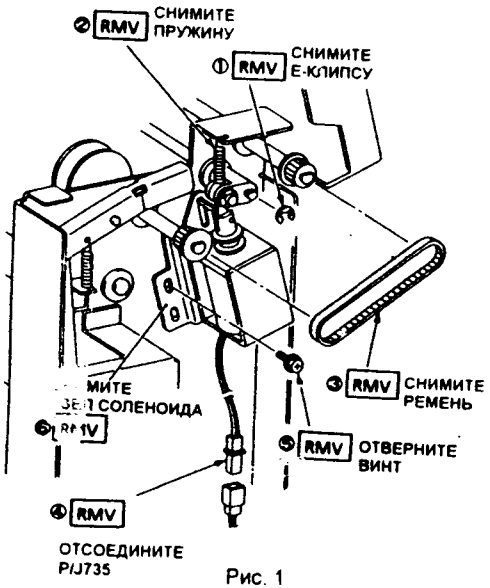

Рис. 1
3. (Рис. 1): Снимите узел соленоида.